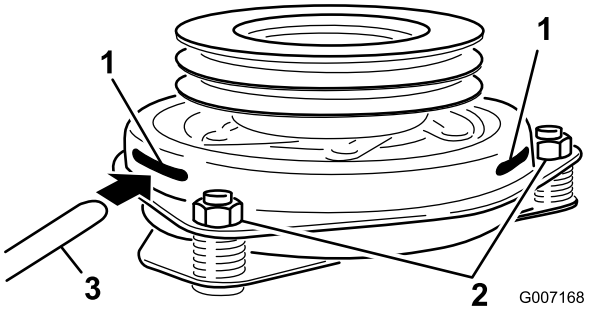

Figuur 54
9. Steek een voelermaat van 0,381–0,533 mm door een inspectiegleuf in de zijkant van de armatuur. Controleer of deze tussen de wrijvingsvlakken van de armatuur en de rotor zit (Figuur 54).
10. Draai de borgmoeren aan totdat de voelermaat licht is vastgeklemd maar gemakkelijk binnen de spleet kan bewegen (Figuur 54).